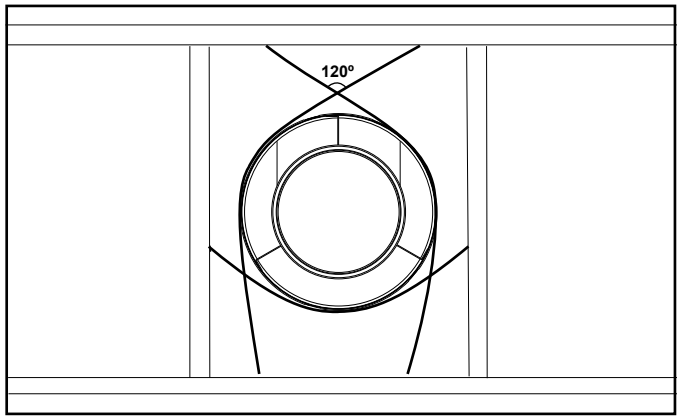

**Figure 7.7 Securing Vertical Pipe Sections**
- Vent supports or plumbers strap (spaced 120º apart) may be used to support vent sections. See Figures 7.7 and 7.8.